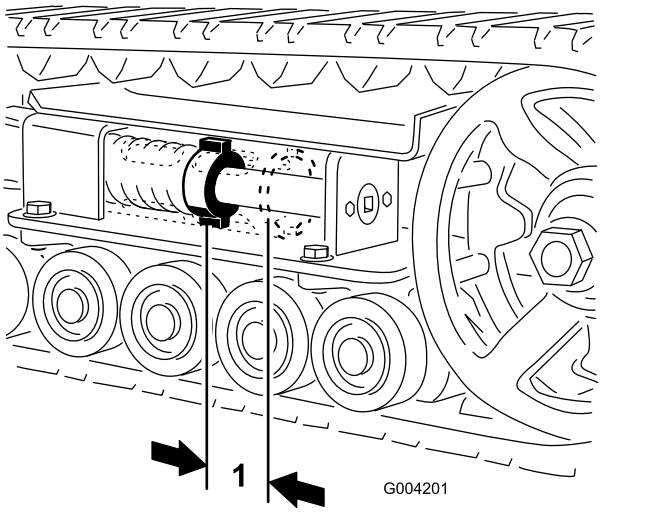

**Figure 44**
There should be 7 cm (2-3/4 inches) between the tension nut and the back of the tension tube (Figure 44). If not, adjust the track tension using the following procedure:
5. Using a 1/2-inch drive ratchet, turn the tensioning screw counterclockwise until the distance between the tension nut and the back of the tension tube (Figure 44) is 7 cm (2-3/4 inches).
12. Turn the tensioning screw counterclockwise until the distance between the tension nut and the back of the tension tube (Figure 44) is 7 cm (2-3/4 inches).
18. Turn the tensioning screw counterclockwise until the distance between the tension nut and the back of the tension tube (Figure 44) is 7 cm (2-3/4 inches).